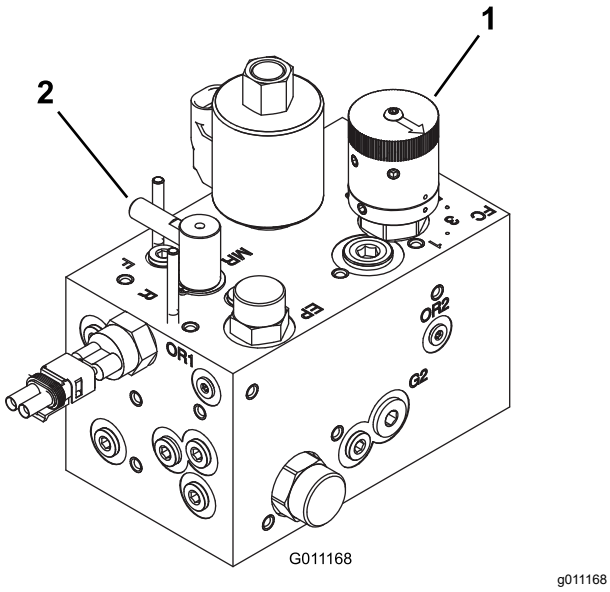

**Figur 49**
3. Vrid cylinderns hastighetsreglage (Figur 49) till cylinderhastighetsnumret som fastställdes i steg 1.